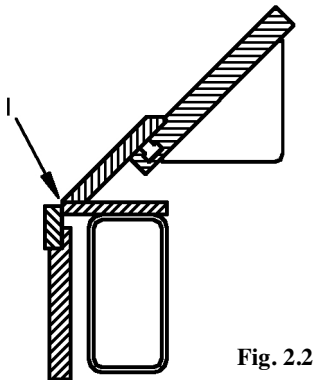

Fig. 2.2 Bockningsspalt (l)
Innan låset för den övre balken aktiveras är det nödvändigt att justera handtagen (6), så att det är möjligt att pressa tillbaka pedalen till sitt utgångsläge. Slutligen justeras handtaget (8) för bockningsbalken (2), så att bockningsspalten (se fig 2.2) motsvarar